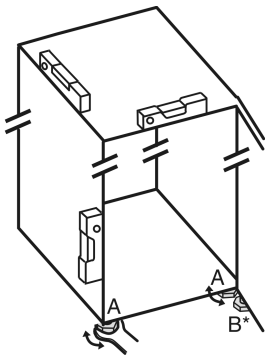

Fig. 24
▶ Nastavljive noge *Fig. 24 (A)* odvijajte s priloženim ključem z odprtim koncem in vodilom, dokler naprava ni trdno poravnana in vodoravna.
▶ Nastavljivo nogo *Fig. 24 (B)* na ležajnem podstavku spodaj odvijajte s priloženim ključem z odprtim koncem, dokler ne stoji trdno na tleh.
▶ Nastavljivo nogo *Fig. 24 (B)* obrnite še za največ 90°, da preprečite poškodbe vrat.